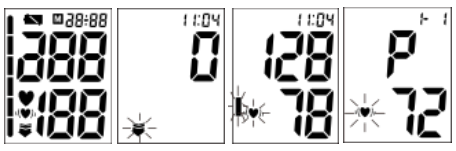

Imagen 6 Imagen 6-1 Imagen 6-2 Imagen 6-3
a. Después de aplicar el brazalete y de que el cuerpo esté en una posición cómoda, pulse el botón “START”. Se oye un pitido y la pantalla muestra todos los caracteres de autodiagnóstico. Ver imagen 6. Póngase en contacto con el centro de atención si falta algún segmento